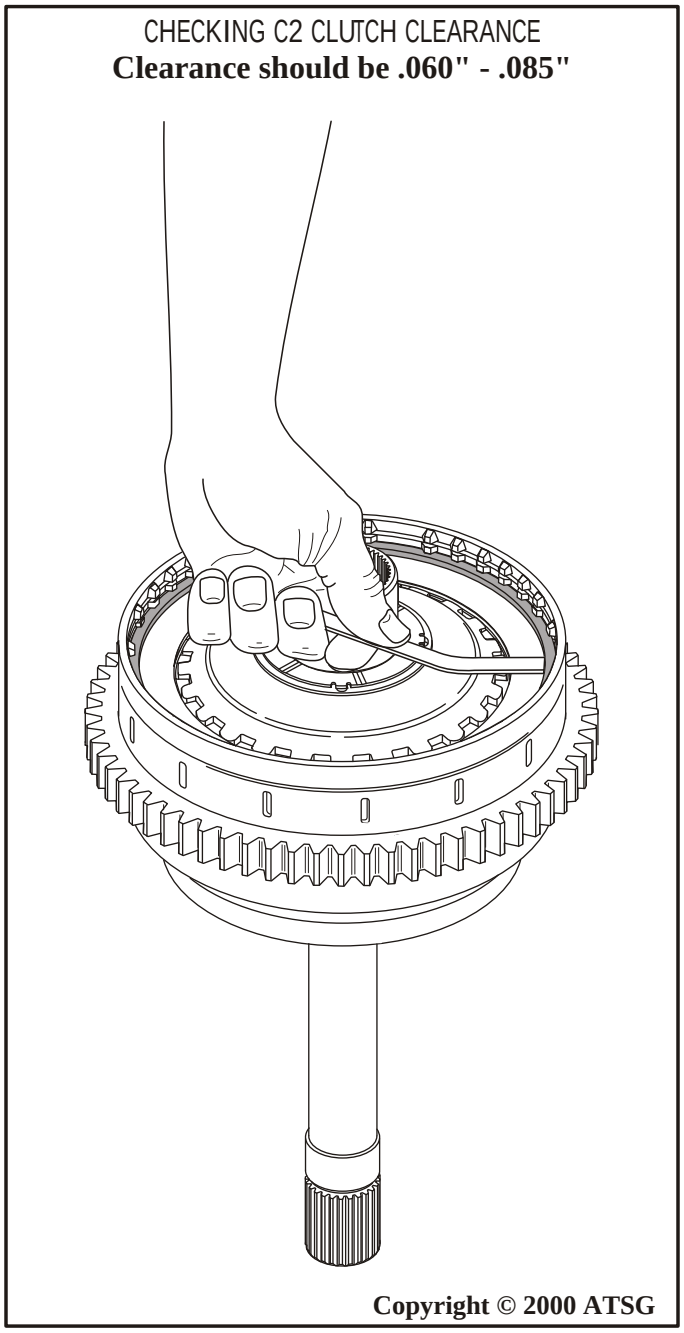

Figure 117
36. Install the P1 planetary drive flange snap ring into the ***lower*** groove in the clutch housing, as shown in Figure 117.
37. Check the C2 clutch clearance using a feeler gage, as shown in Figure 117.
Note: Correct C2 clutch clearance should be .060" - .085" (See Figure 117). There are no selectives for C2 clutch. If the clearance is not correct, there is a mis-assembly.